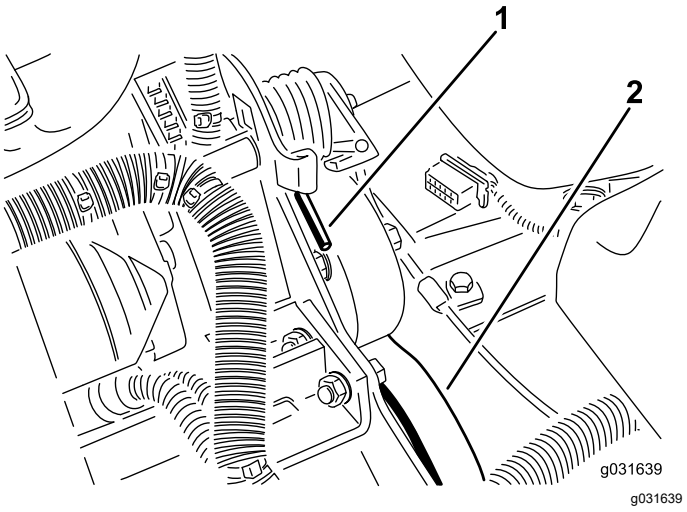

Figura 63
2. Empurre a mola para a frente e para trás para a desprender do apoio e libertar a tensão da mola (Figura 63).